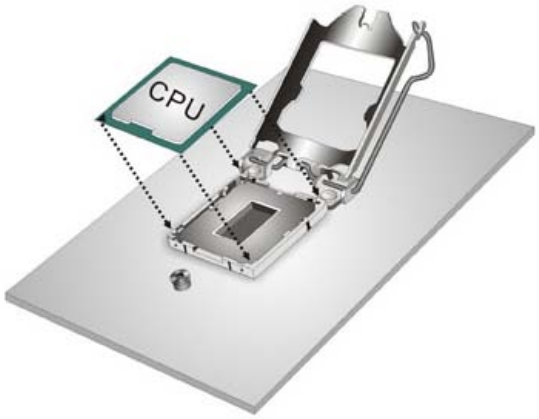

Figure 4-3: Insert the Socket LGA1150 CPU
Step 7: **Insert the CPU.** Gently insert the CPU into the socket. If the CPU pins are properly aligned, the CPU should slide into the CPU socket smoothly. See **Figure 4-3.**